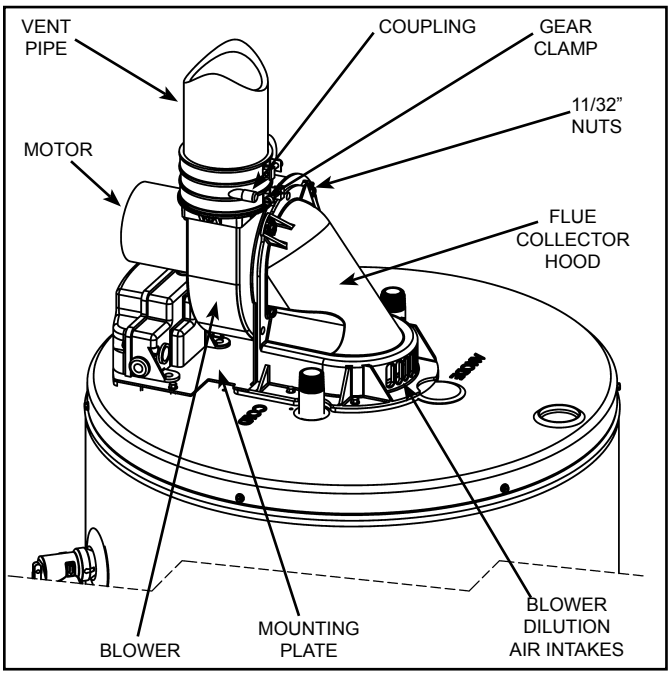

Figure 49.
Inspect the top of the heater and around the ventilation openings of the blower motor and the rear blower dilution air intakes for any lint and dust that may have accumulated. Depending on the location of the heater, significant quantities of lint may accumulate. The lint may obstruct the free flow of air to the motor, and cause the motor and blower to run hotter than normal (see Figure 49).
4. Disconnect the vent piping from the top of the blower. Loosen the lower gear clamp that holds the rubber coupling to the blower (see Figure 49).
5. Remove and retain the (4) 11/32” nuts located on the back of the blower with the nutdriver (see Figure 42 & Figure 49).
10. With all parts cleaned and the blower wheel turning freely, reinstall the blower to the mounting plate aligning the (4) studs and pushing tight against the mounting plate.
11. Reinstall the (4) 11/32" nuts and tighten securely. All (4) nuts must be in place and secure to safely operate the blower.